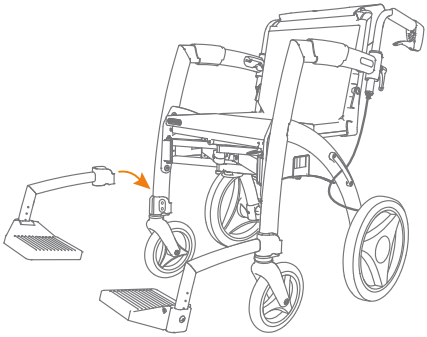

Figure 39: Placer les repose-pieds.
e. Les repose-pieds se trouvent dans le sac du kit chaise roulante. Vous placez les repose-pieds à l'avant du Rollz Motion dans les porte-repose-pieds. Laissez-les glisser de haut en bas le long des porte-repose-pieds **(Figure 39)**. Les repose-pieds ne glissent pas doucement sur les porte-repose-pieds? N'appliquez pas la force. Tirez-les à nouveau et veuillez essayer à nouveau.